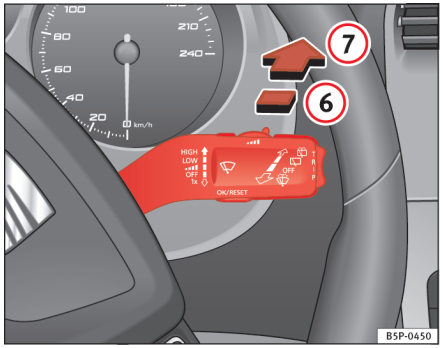

Fig. 84 Betjeningsarm til viskere og sprinklere: bagrudevisker
– Tryk armen fremad i hak (6) ⇒ fig. 84. Viskeren kører ca. hvert 6. sek.
– Tryk armen helt fremad i position (7) ⇒ fig. 84. Sprinkleranlægget starter med det samme, mens viskeren først begynder at køre lidt senere. Når du holder armen i denne position, er både bagrudeviskeren og sprinkleranlægget i gang.